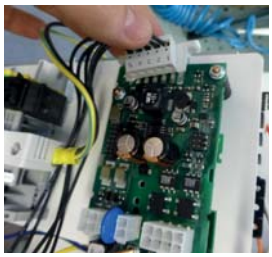

Рис. 4.a
- отсоедините разъем Lumberg (см. РИС. 4.a) на плате контроллера;
- подсоедините разъем Lumberg (см. рис. 4.a) на плате контроллера правильной стороной;
Когда увлажнитель выключен (контакт дистанционного управления разомкнут, см. рис. 4.d), на дисплее поочередно показывается надпись "---" и главное окно (светодиод: дежурный режим). Если на дисплее высвечивается надпись "----", значит, потеряно соединение между терминалом и увлажнителем и необходимо проверить соединительный кабель. Если проблема осталась, обращайтесь в службу поддержки.